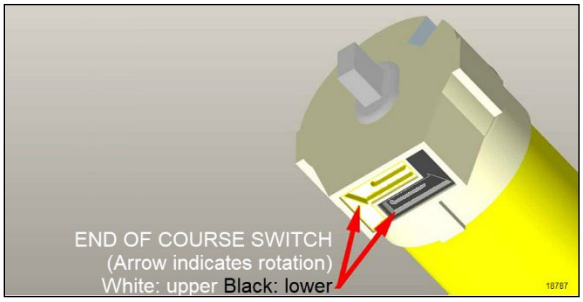

FIGURE 46: END OF COURSE SETTING SWITCHES
7. When satisfied with the position, depress the end of course button on the sunshade. With a screwdriver. Release when you hear a click (Figure 46)